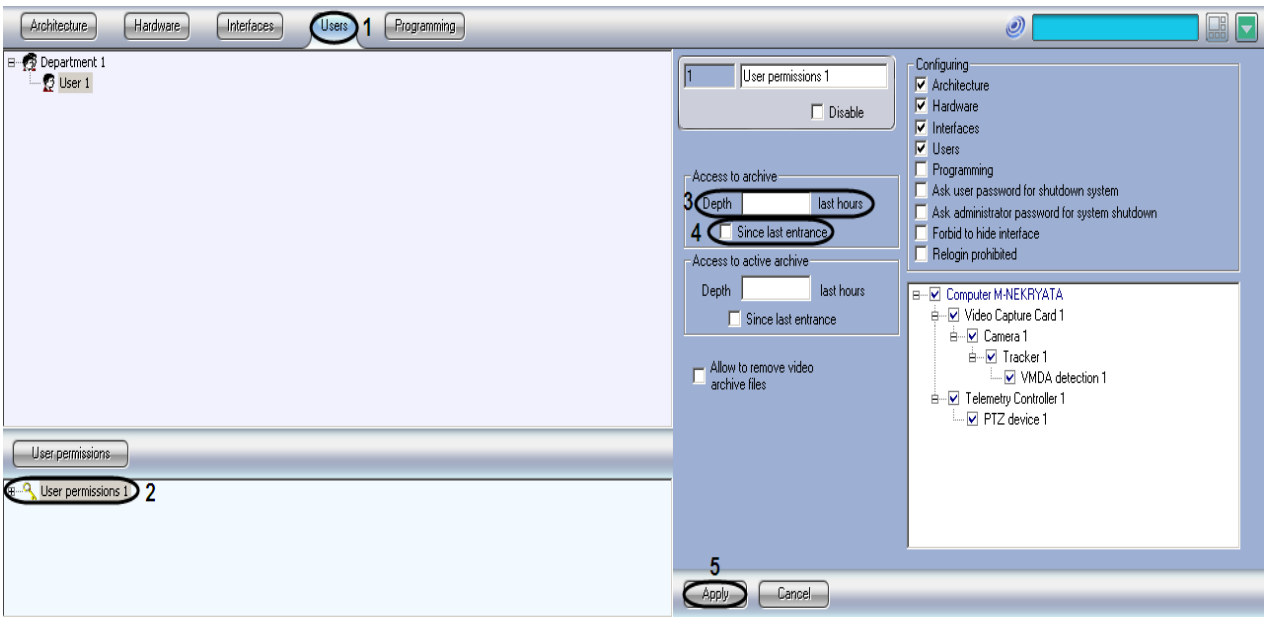

Figure 8.22-15 The settings panel for the "User permissions" object
1. Go to the “Users” tab in the “System Settings” dialog box (Figure 8.22-15, 1).
2. In the objects tree that is below the “User permissions” button in the the “Users” tab, select an object with the same name as the permissions to be changed (Figure 8.22-15, 2).
3. Specify the number of hours for viewing in the "Depth ___ last hours" field (Figure 8.22-15, 3).
4. If the hours since the last entrance to the system are counted, set the "Since last entrance" checkbox (Figure 8.22-15, 4). If the hours are to be counted since the current moment, then leave the the "Since last entrance" box unchecked.
5. Click the "Apply" button (Figure 8.22-15, 5).